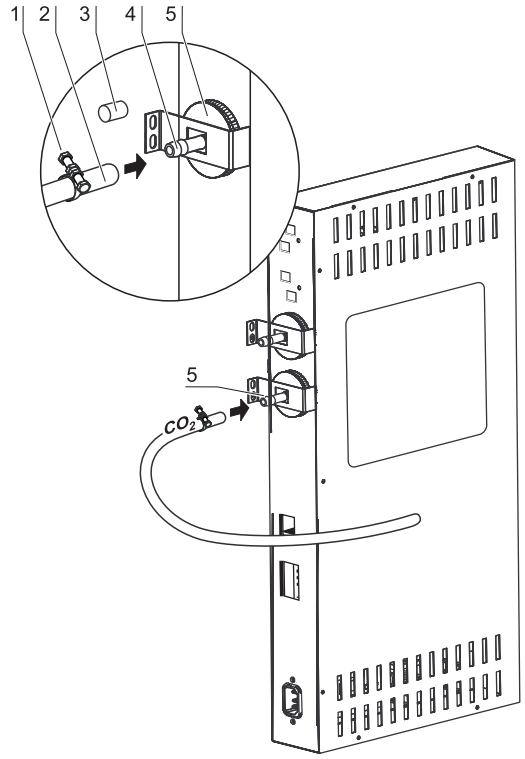

图 4-11. 安装气体压力软管
2. 取下气体入口过滤器的保护盖 (3/ 图 4-11)。
3. 将软管卡圈 (1/ 图 4-11) 推到气体压力软管上 (2/ 图 4-11)，将气体压力软管插接到连接管 (4/ 图 4-11)，后者在气体入口过滤器 (5/ 图 4-11) 上。